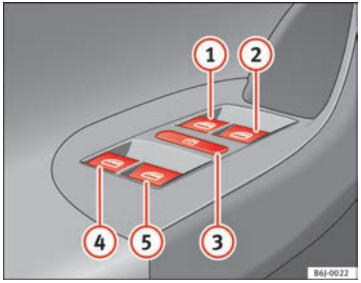

Fig. 52 Detail of the driver door: controls for the front and rear windows (5-door vehicles)
Buttons ⇒ Fig. 52 (1), (2), (4) and (5) have two positions for opening windows and two for closing them. This makes it easier to open and close windows to the desired position.